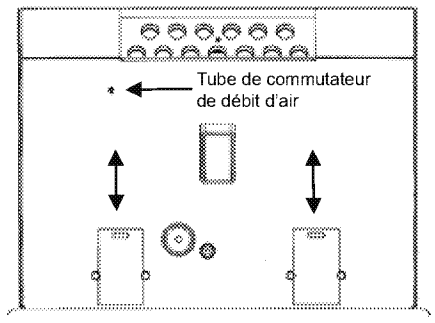

FIGURE 18
b. Chambres intérieures – les deux portes pour cendres dans la chambre de combustion du Breckwell unité peuvent s'enlever pour un nettoyage périodique (Référez-vous à la figure 18). Ces portes donnent accès à la chambre entourant la chambre de combustion.